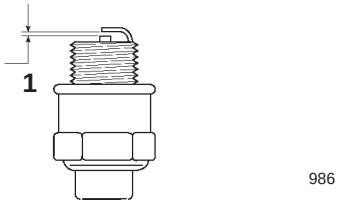

Figur 17
5. Ställ in gapet på det nya tändstiftet till 0,76 mm (figur 17).